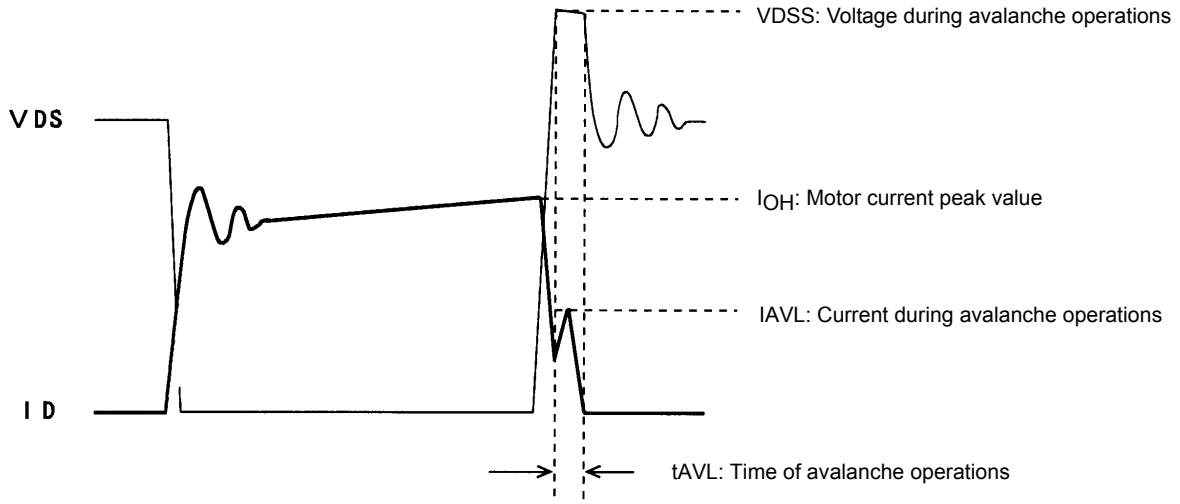

Figure 1 Output Current, I_D, and Voltage, V_{DS}, Waveforms 1 of the STK672-4** Series when Driving a 2-Phase Stepper Motor with Constant Current Chopping
When driving a 2-phase stepping motor with constant current chopping using an STK672-4** Series hybrid IC, the waveforms shown in Figure 1 below result for the output current, I_D, and voltage, V_{DS}.
Although the waveforms during avalanche mode are given in Figure 1, sometimes an avalanche does not result during actual operations.
- Increases in V_{DSS}, tAVL, and IAVL in Figure 1 due to an increase in the supply voltage from 24V to 36V.
If the factors above are negligible, the waveforms shown in Figure 1 become waveforms without avalanche as shown in Figure 2.